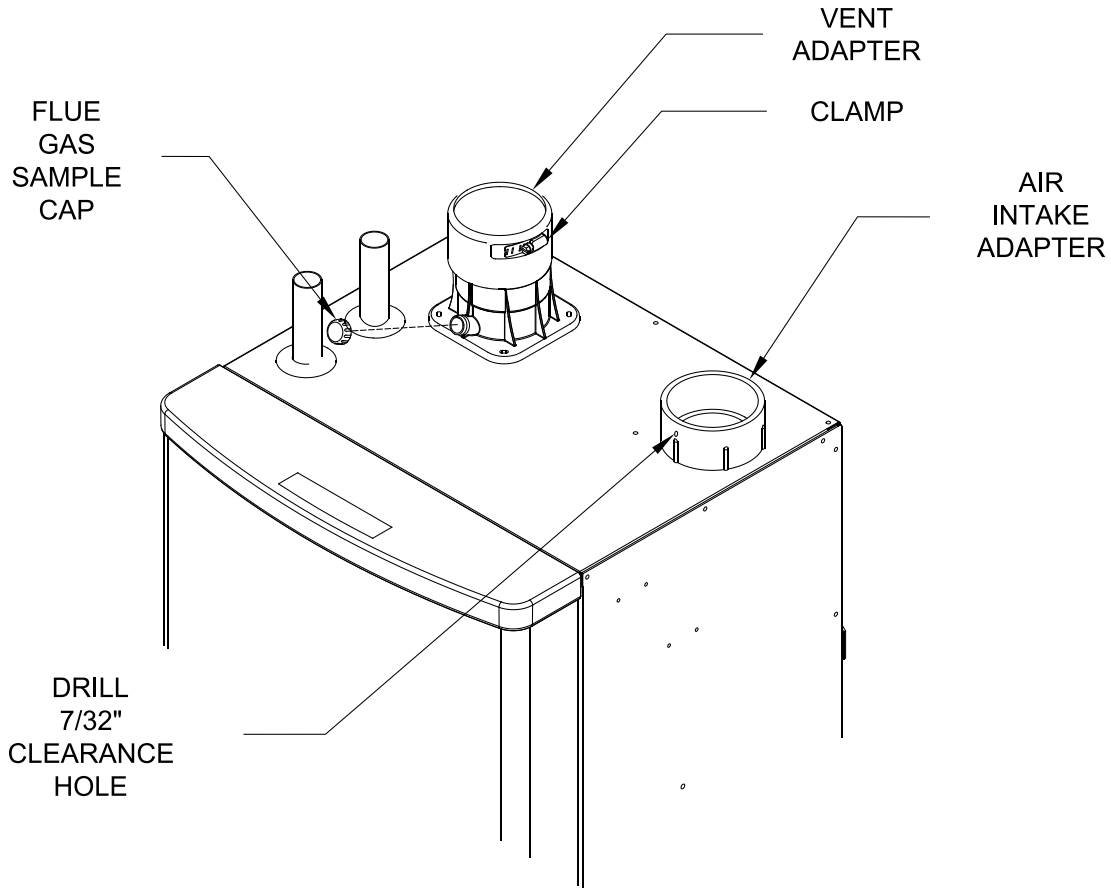

Figure 7.26: Vent Connections and Flue Gas Sample Cap Location
Never leave the boiler in operation without the gas sample cap in place (Figure 7.26).
a. The vent adaptor has three different inside diameters. The middle inside diameter accepts 3" nominal PolyPro (Figure 7.26). Lubricate the gaskets in the vent adaptor with soapy water and insert the first piece of 3" PolyPro into the adaptor until it bottoms out. Tighten band clamp on vent adapter to secure vent pipe.